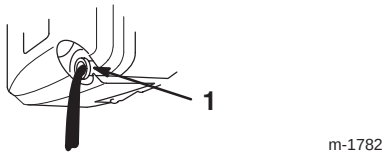

Figure 28
5. Tip the lawn mower onto its **left** side, allowing the oil to drain into the drain pan (Fig. 28).